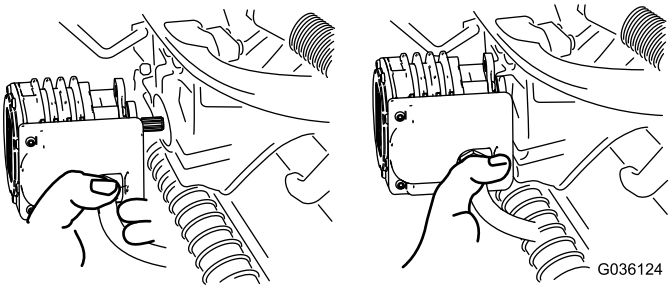

Figuur 36
4. Zet de motor in de opbergruimte op de voorkant van de ophangarm (Figuur 36).